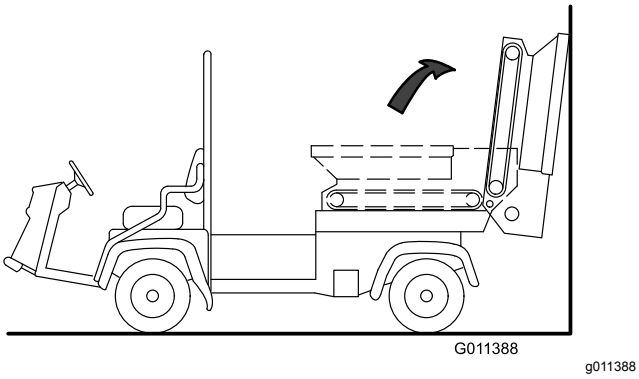

Figuur 33
5. Kantel de hopper naar achteren en laat hem rusten tegen een muur, ladder, enz. Laat de hopper niet rusten tegen de achterkant van de machine; dit kan leiden tot beschadiging van de borstel of de hydraulische koppelingen (Figuur 33).
Belangrijk: **Zorg ervoor dat de hopper voorbij het midden gekanteld is en/of vastgemaakt aan een wand of paal om te voorkomen dat de hopper per ongeluk op het werkgebied valt (Figuur 33).**